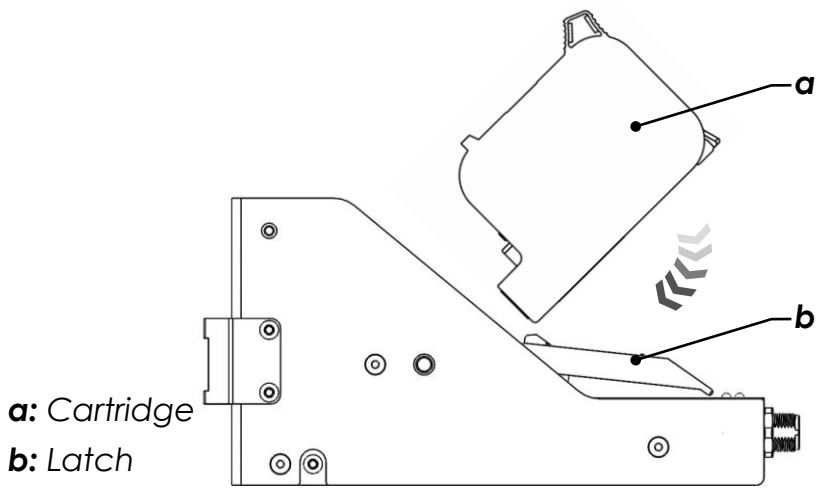

Figure 30
- Open the Green latch on print-head as shown in Figure 30.
- Carefully insert the cartridge into the print-head and make sure that it is perfectly in place as shown in Figure 30. Avoid any extra force to prevent damage on cartridge or driver pins.